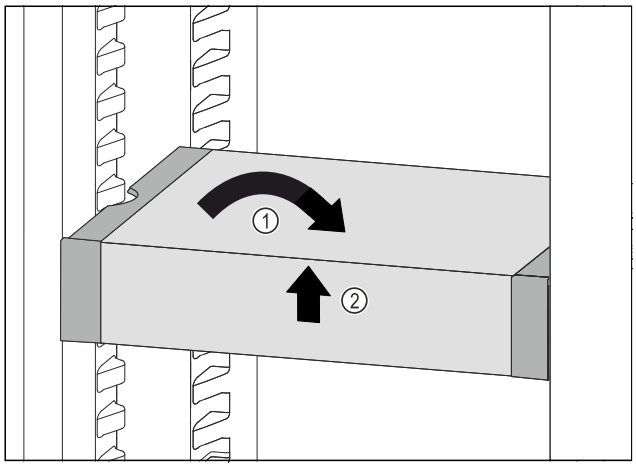

Fig. 105
▶ Poziționați drept VarioSafe. *Fig. 105 (1)*
▶ Ridicați în față VarioSafe. *Fig. 105 (2)*